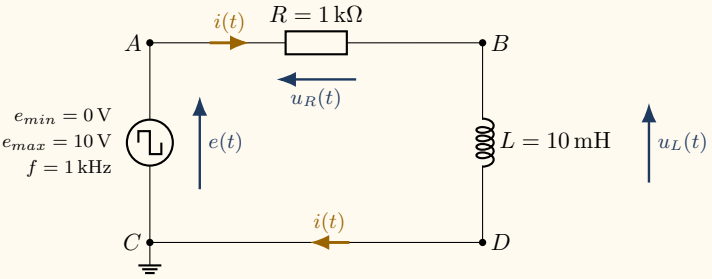

Fig. 2 – Montage électrique à réaliser (RL série).
- **Reproduisez**, à l'aide du matériel mis à disposition sur votre paillasse, le montage électrique de la Fig. 2.